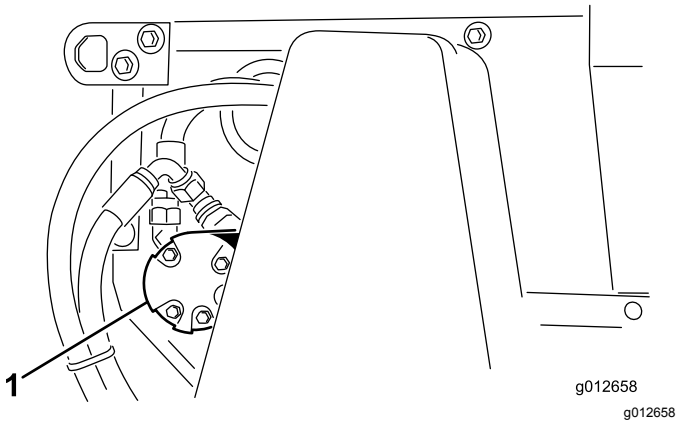

Figur 39
2. Løsn møtrikkerne, der fastgør børstemotoren (Figur 39) på den venstre side af maskinen.